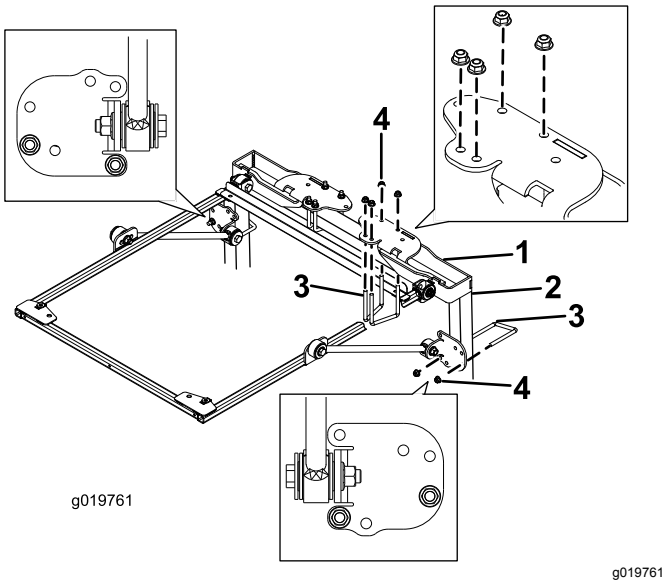

Figura 3
4. Coloque los soportes de montaje del ROPS encima de la barra antivuelco de la unidad de tracción (Figura 3).
5. Usando los taladros de montaje indicados en Figura 3, monte cada soporte de montaje del ROPS en la parte superior de la barra antivuelco con 2 abrazaderas (4") y 4 tuercas con arandela prensada.
6. Usando los taladros de montaje indicados en Figura 3, sujete provisionalmente cada uno de los soportes de los tirantes a los postes de la barra antivuelco con 1 abrazadera (4") y 2 tuercas con arandela prensada.